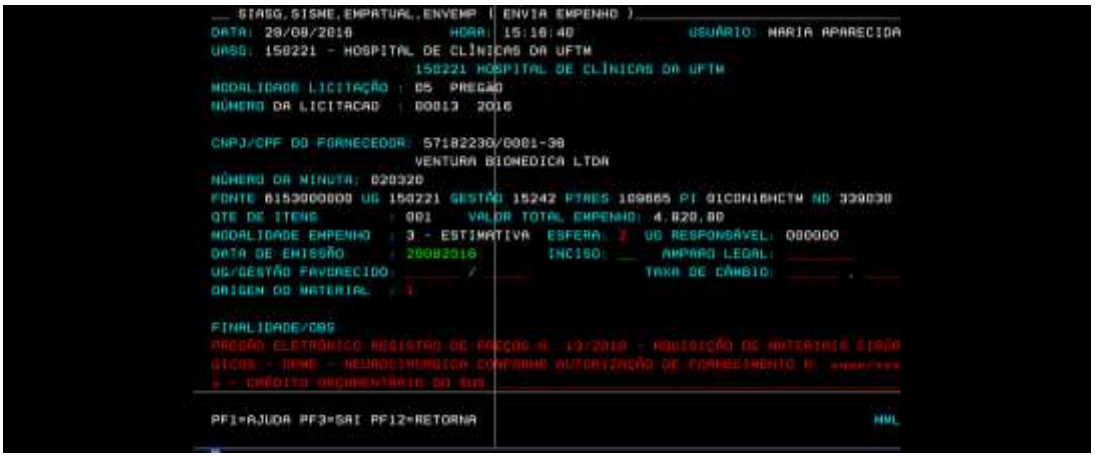

Figura 27: Informar Esfera e Histórico do Empenho
- Consultada as informações no "ComprasNet", deverá ser preenchido o campo "Finalidade/OBS" na minuta de empenho e pressionar o botão "Enter" (Figura 27);